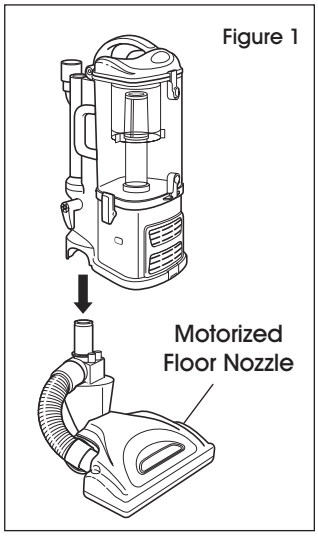

Figure 1
1. Insert canister into motorized floor nozzle until it clicks into place. (See Figure 1)